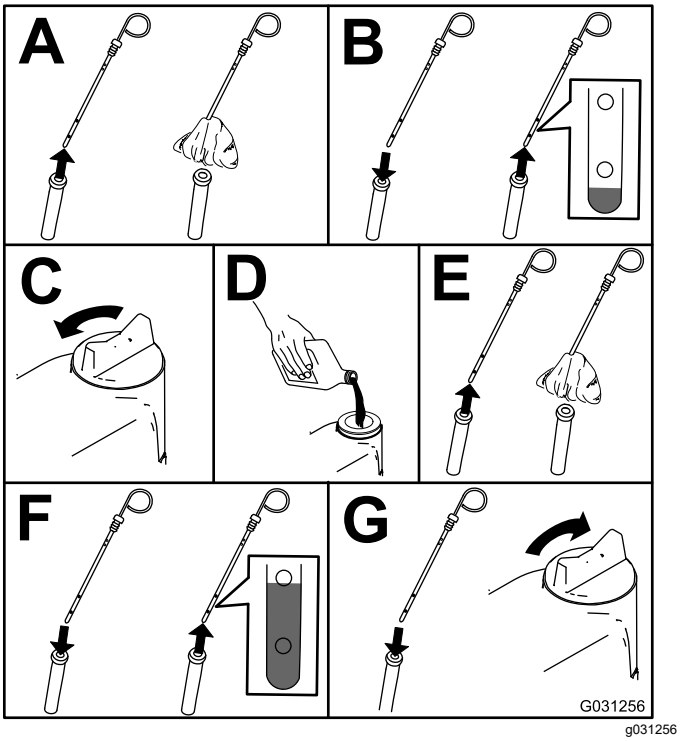

**Figuur 49**
2. Controleer het oliepeil in de motor; zie Figuur 49.